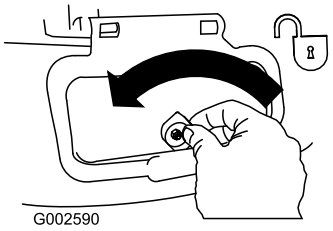

Bild 27
1. Entriegeln Sie die Seitauswurfklappe (Bild 27).